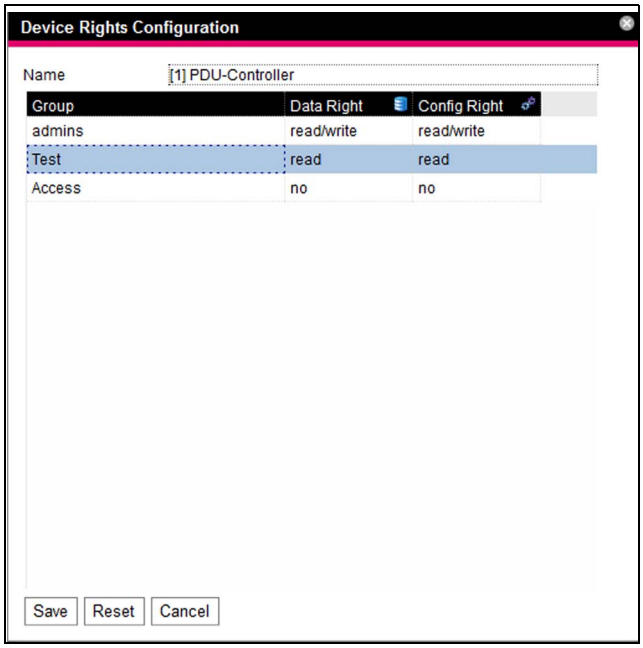

Fig. 66: "Device Rights Configuration" dialogue
- Click on the Configure Device Rights" symbol (fig. 62) The "Device Rights Configuration" dialogue will appear (fig. 66).
The "Device Rights Configuration" dialogue will appear (fig. 66).
The respective symbols are displayed both when selecting a sensor in the navigation area on the **Configuration** tab and opening it down to the lowest level, as well as in the "Device Rights Configuration" dialogue (fig. 66). The symbols illustrate allocation to the two data types "Data" and "Config".